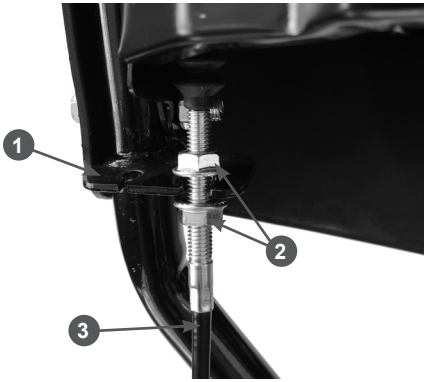
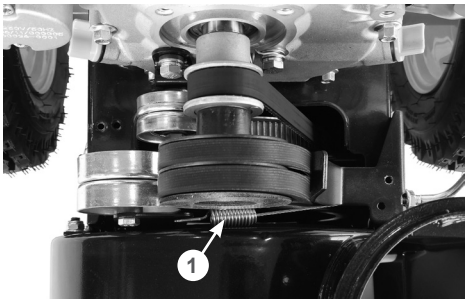

Рис. 8 Крепление оболочки троса включения шнеков
Рис. 9 Регулировка троса включения шнеков
- закрепите оболочку 3 троса в кронштейне 1 на задней стороне панели, как показано на Рис. 8, и закрутите гайки 2, не затягивая их.
- нажмите рычаг включения шнеков. При полностью нажатом рычаге включения шнеков пружина 1 должна быть растянута на 0,5 - 1 см (Рис. 9). При необходимости, отрегулируйте трос с помощью гаек 2 (Рис. 8). После регулировки затяните гайки;